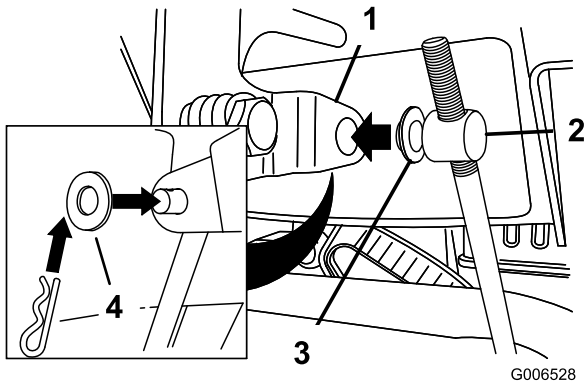

**Figure 11**
3. Remove the hairpin cotter and the outer washer from the trunnion on the upper end of the speed control rod (Figure 11).
**Note:** To make installation easier, leave the flat washer on the trunnion (Figure 11).
6. Lift up on the speed control rod and insert the trunnion into the hole in the speed selector lever (Figure 11).
B. Disconnect the trunnion from the speed selector lever (Figure 11).
C. Turn the trunnion downward (clockwise) on the speed control rod (Figure 11).
D. Connect the trunnion to the speed selector lever (Figure 11).